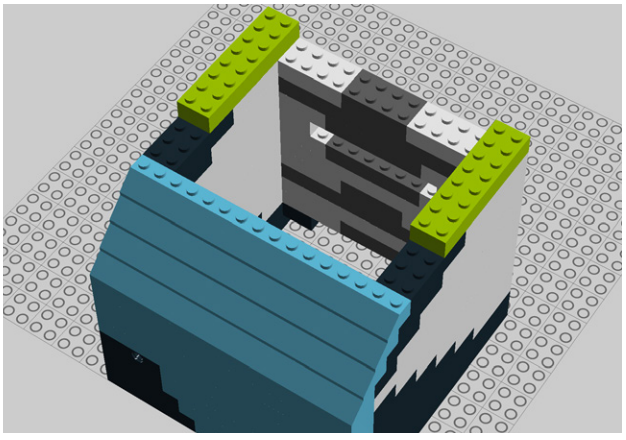

Figure 9-53. *Step 48: Adding four 2x4 bricks*
48. Add four 2x4 bricks (Figure 9-53).